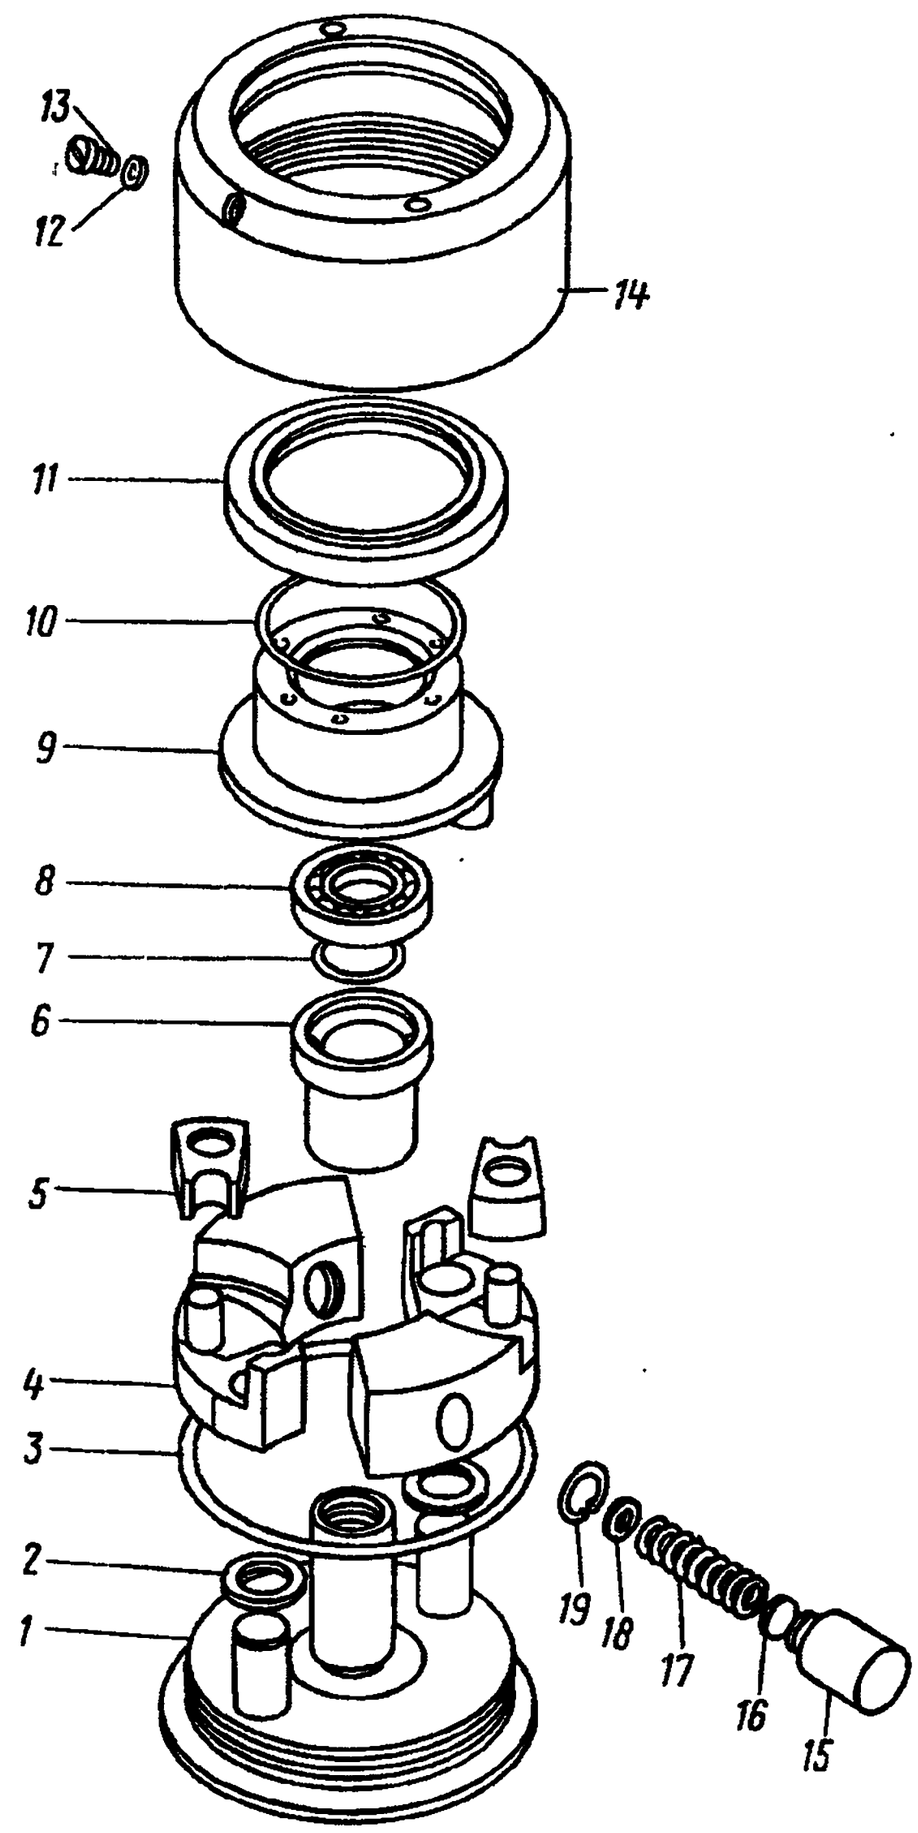

Рис. 87. Муфта опережения впрыска топлива:
23. Расчеканьте ведомую полумуфту *1* (рис. 87) в двух местах.	Слесарный верстак, молоток, зубило
26. Отверните корпус *14* (см. рис. 87) муфты от ведомой полумуфты и снимите корпус в сборе с манжетой *11* и пружиной *10*	То же
48. Установите ведомую полумуфту *1* (см. рис. 87) в сборе в приспособление.	Приспособление, масленка